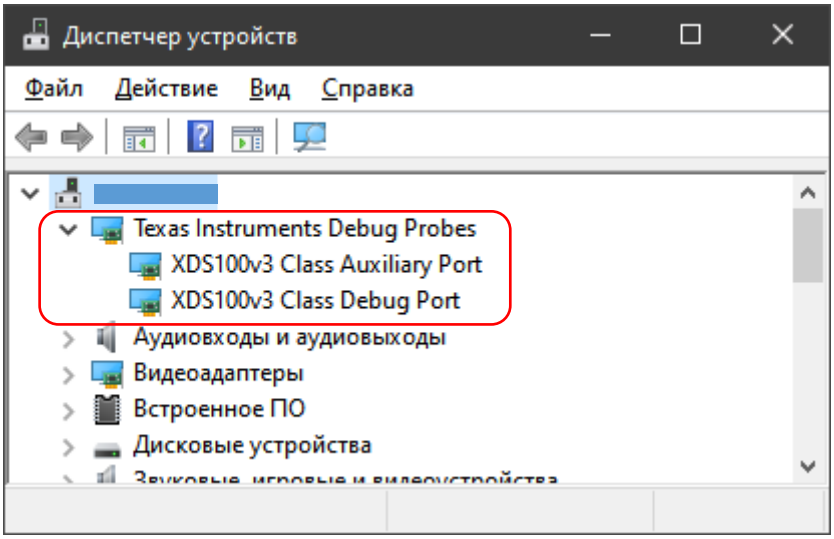

Рисунок 1. Обнаружение программатора компьютером
5.1.2.2 Подключить программатор к АРМ и проверить правильность установки драйверов для него в диспетчере устройств (см. рисунок 1).